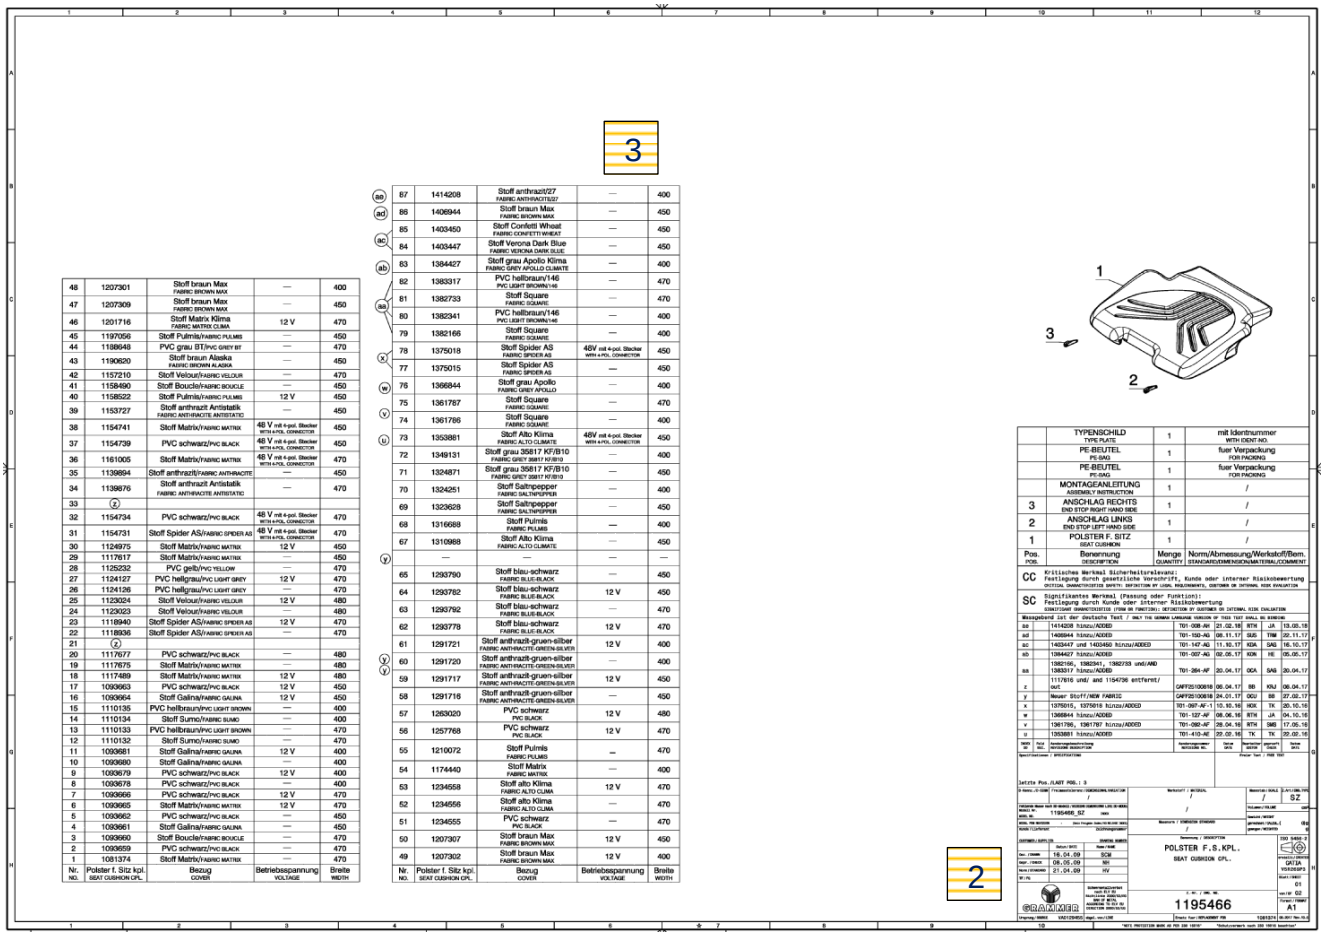

Bild 6.5.2
- Die Sammelzeichnungen für EZ-Kits 2 *(Bild 6.5.2)* bestehen aus einem Bildteil mit Positionsnummern, einer Tabelle zur Beschreibung der Positionen